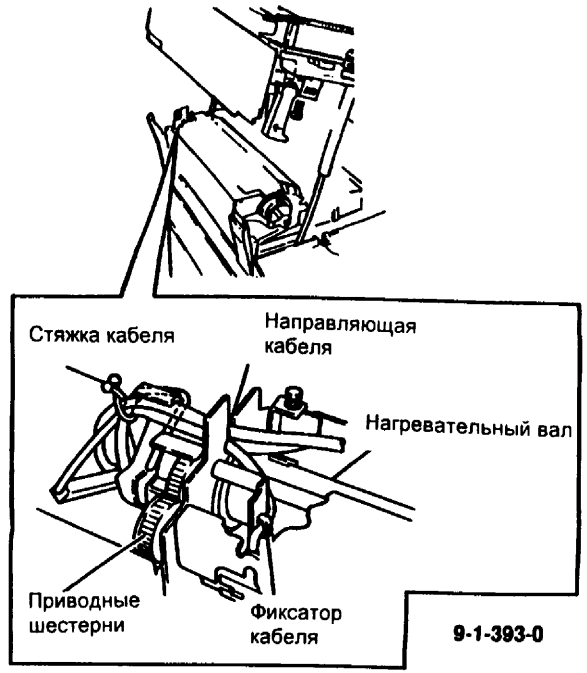

Рис. 3 Проводка электрического жгута фьюзера
2. (Рис. 3) Установите передний электрический жгут